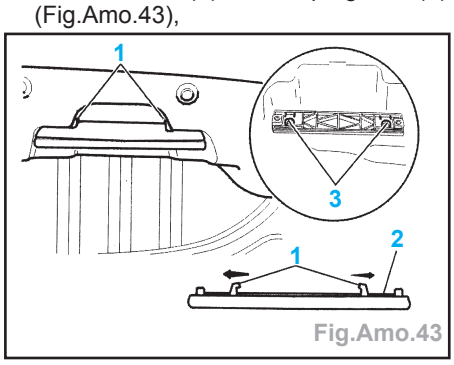

Fig.Amo.43
- côté D : déposer le support (7) vers le haut,
- côté G : faire passer le support (7) équipé du faisceau par la découpe d'accès au feu,
- à l'aide d'une spatule, déclipser la partie ext. (2) de la poignée, déposer les fxations (3) et la poignée (2) (Fig.Amo.43),